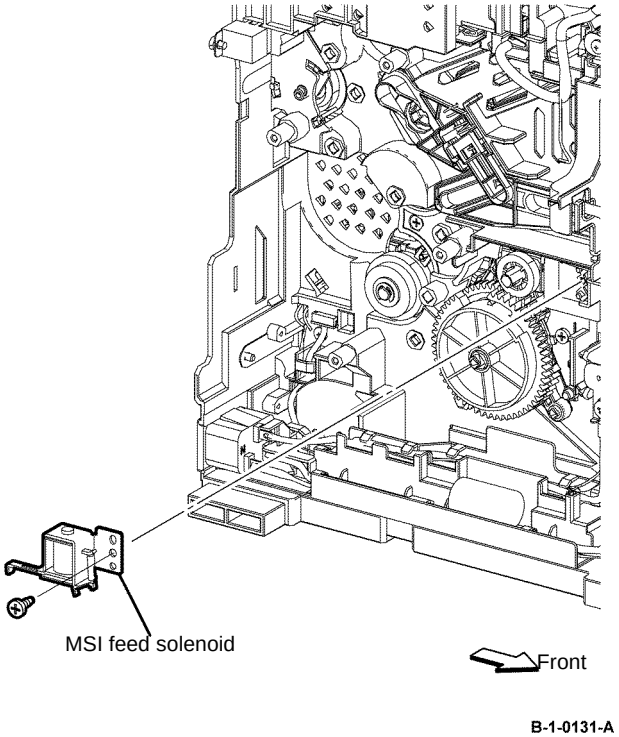

Figure 2 MSI feed solenoid removal
13. Remove one screw (silver, tapping, 8mm), then remove the MSI feed solenoid, Figure 2.